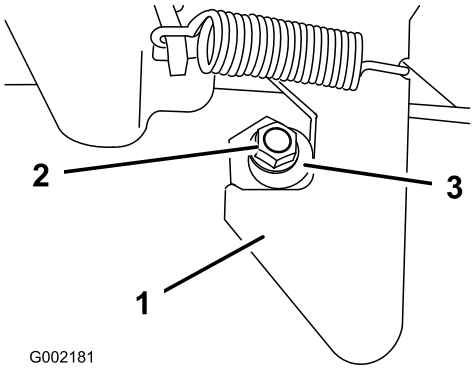

Figur 65
1. Lossa muttern i änden av spärrstiftet (Figur 65).
2. Vrid spärrstiftet medsols tills det sitter tätt mot haken på spärrhaken (Figur 65).